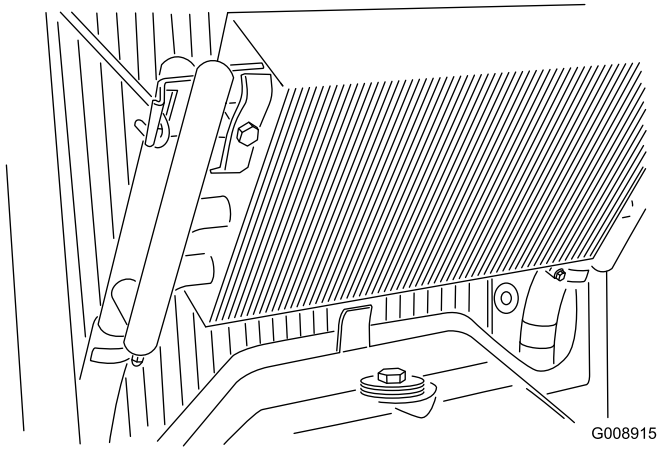

Figur 51
3. Løsn oliekøleren, og drej den bagud (Figur 51). Rengør begge sider af oliekøler- og kølerområdet grundigt med vand eller trykluft. Drej oliekøleren tilbage på plads.